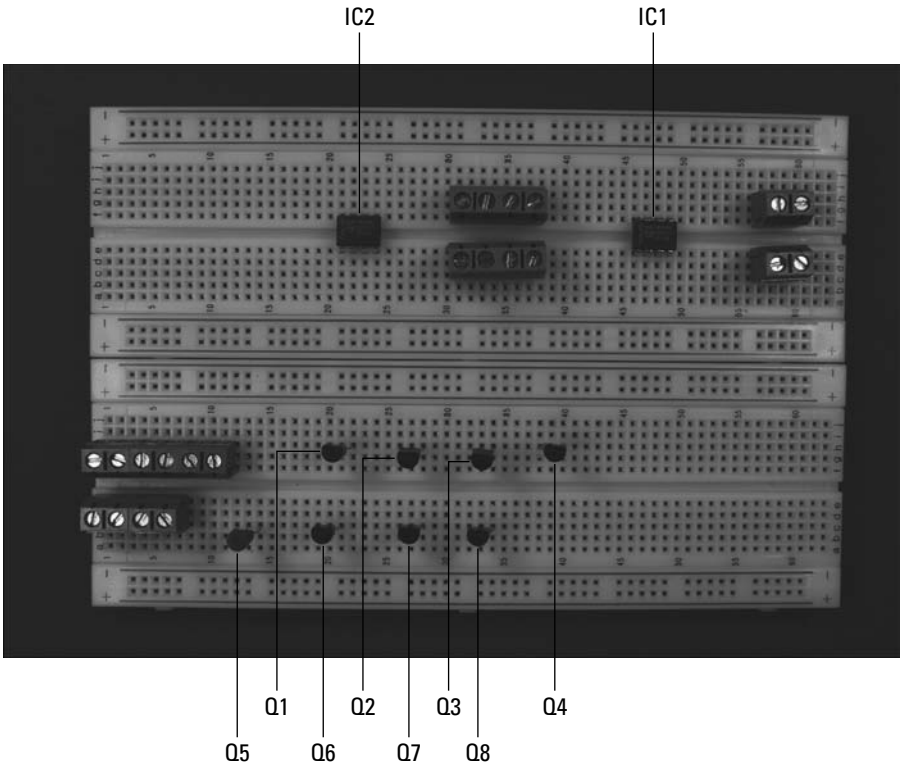
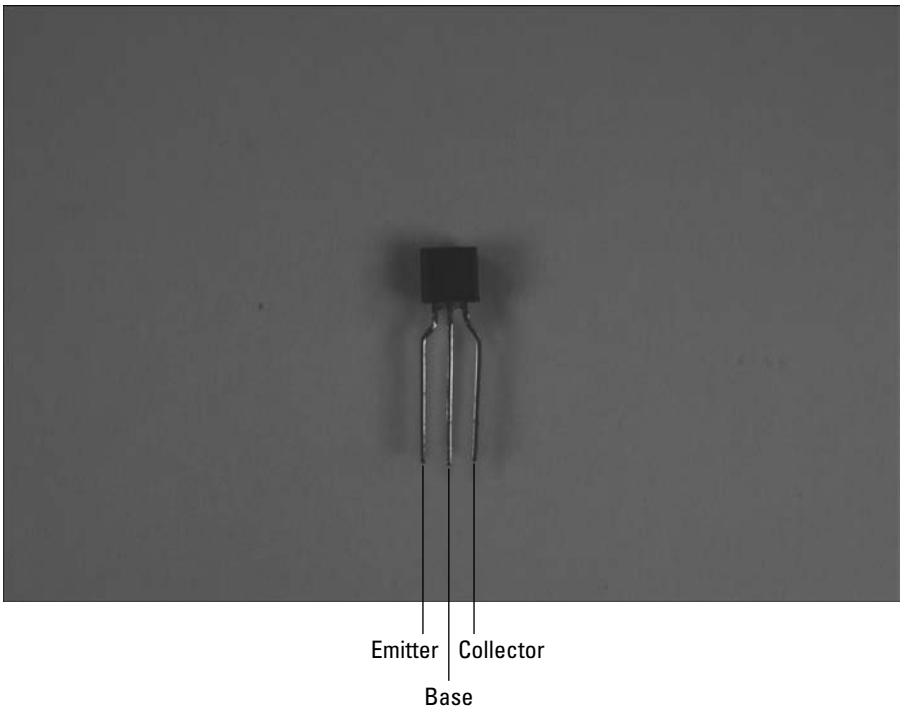

Figure 5-4: Place the LM385 ICs, 2N3904 transistors, and terminal blocks.
Figure 5-5: The 2N3904 transistor pinout.
1. **Place the two LM385 ICs (IC1 and IC2) and 11 terminal blocks on the breadboard, as shown in Figure 5-4.**
2. **Place the eight 2N3904 (Q1–Q8) transistors on the breadboard, as shown in Figure 5-4.**
Insert each transistor lead into a separate breadboard row with the collector lead to the left side (as shown in Figure 5-4), the base lead in the center, and the emitter lead to the right. The pin designations of the 2N3904 transistors are shown in Figure 5-5.